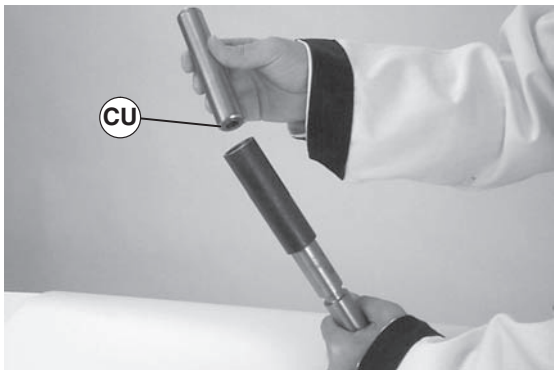

Figure 55
4. Place open end of shaft (Figure 55, item CU) into sleeve.